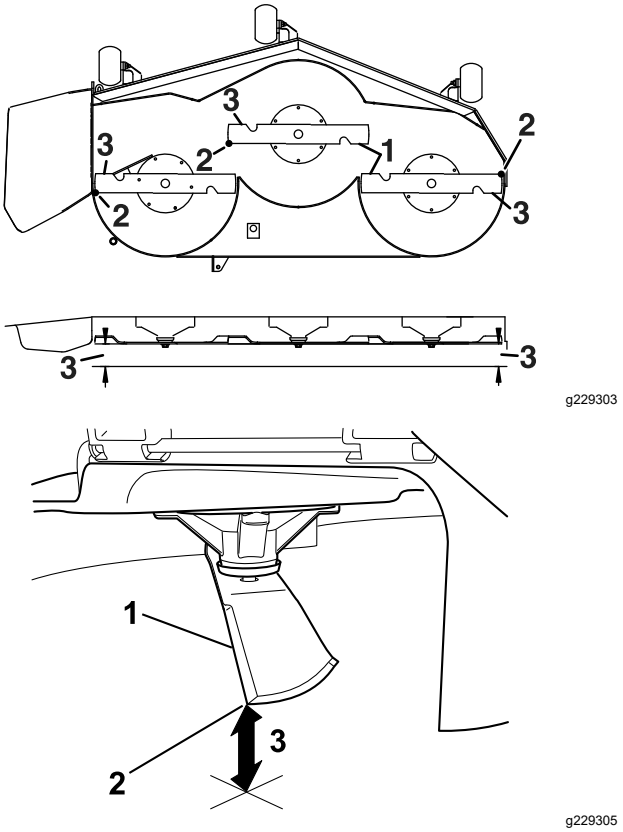

Figure 81
6. Measure between the blade tip and the flat surface (Figure 81). If the measurements are not within 5 mm (3/16 inch), adjust the leveling; continue with this procedure.
12. Carefully rotate the blades side to side (Figure 81).